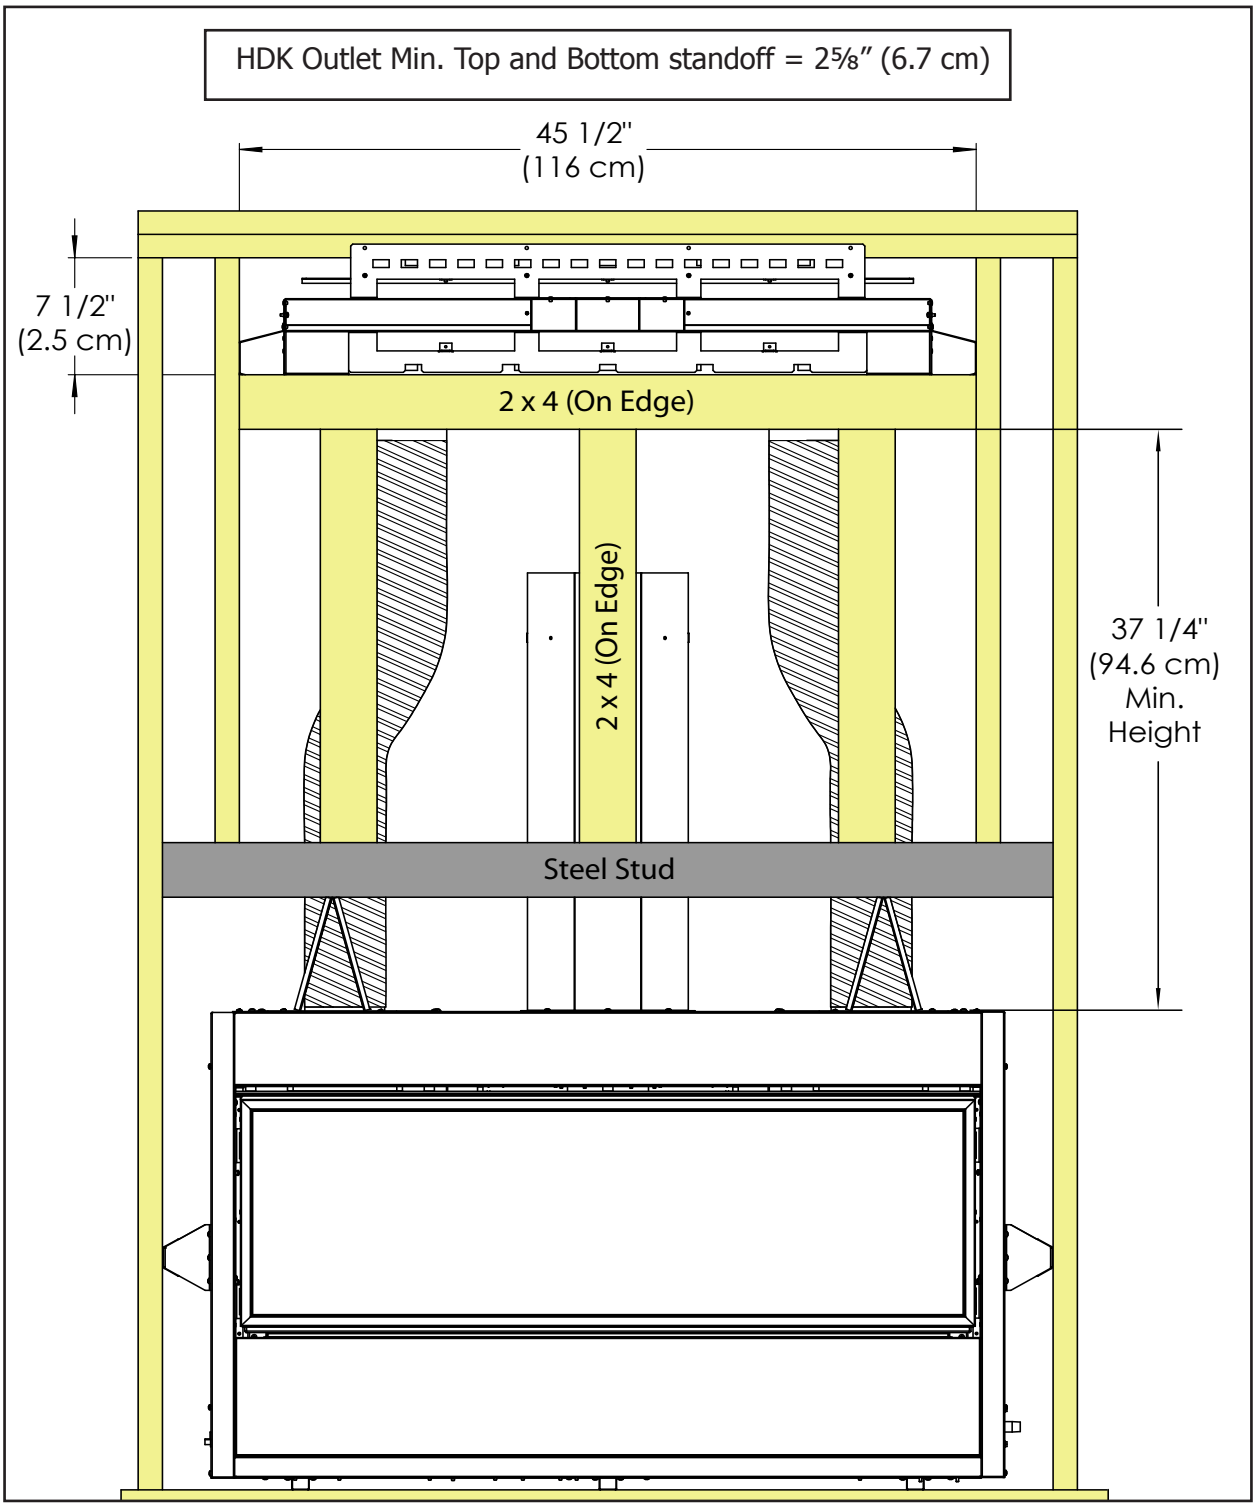
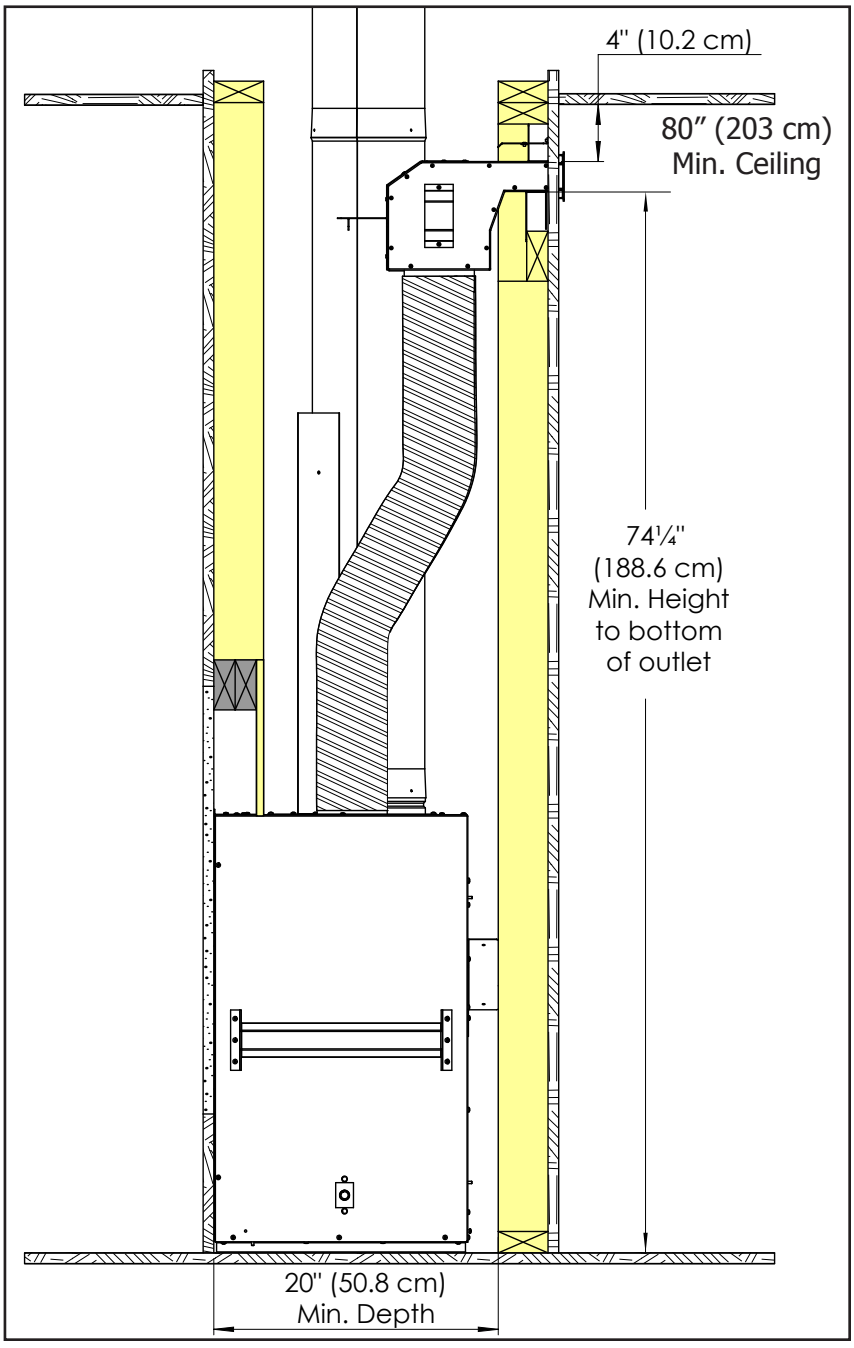

Figure 3. HDK - Framing & Rough Opening
Figure 5. HDK - Adjoining Room
Refer to Figure 3 below for the minimum allowable framing and rough opening of the HDK.
The HDK has been designed to allow for installations where a vertical run of vent is required without having to jog the vent pipe around the HDK (see Figure 5). The horizontal vent shield supplied with the C44 is not required (see C44 Owner's Manual) when vertically venting and the vent pipe can simply be run straight up through the cut out in the HDK.
The HDK may also be installed to discharge into another room for a cleaner installation on the fireplace side of the wall (see Figure 5). As stated in the previous section, the vent pipe can be ran straight up through the cut out in the HDK. The minimum clearances stated in Figure 5 must be maintained as well as the minimum distance between the fireplace and the HDK (see figure 3).
Step 1: Frame in the rough opening for the HDK as shown in Figure 3 (Page 3) in the desired location following all required clearances as stated in the Framing & Clearances section.
Step 3: Insert the assembled HDK into the framed rough opening by rotating it down slightly to allow the outlet and standoffs to pass through. When installed correctly the front flange of the top standoff should be up against the front face of the top stud (Figure 3 & 15).
Step 4: Confirm the HDK is centered within the rough opening and secure in place using screws or nails through the four (4) holes along the top edge of the top standoff.